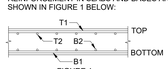

FIGURE 1
6. SYMBOLS DENOTING LAYERS OF REINFORCEMENT IN SLABS AND BASES ARE SHOWN IN FIGURE 1 BELOW: